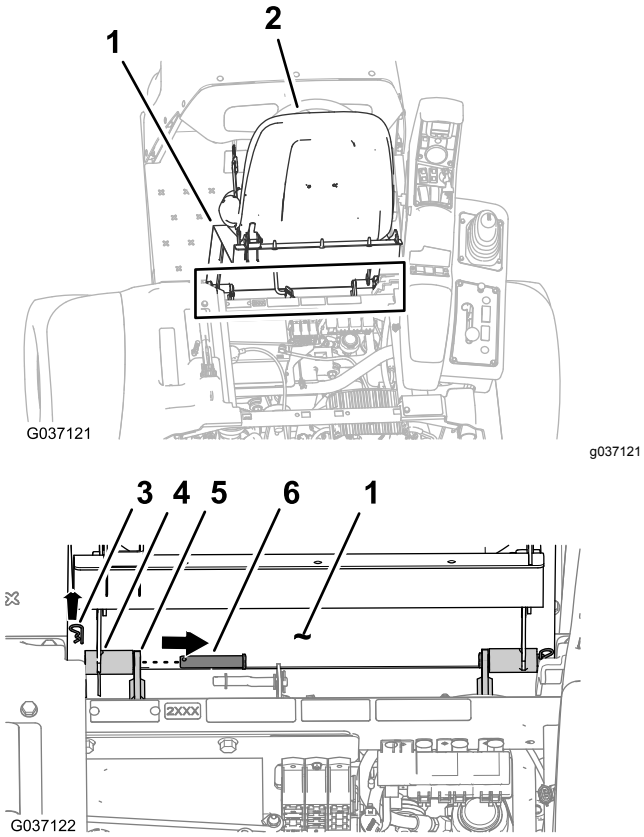

Figur 7
3. Afmonter de to låseclips, der fastgør drejefittingen på sædepladen til chassisets beslag (Figur 7).
4. Afmonter de to drejetapper, der fastgør sædet og sædepladen til chassiset (Figur 7).